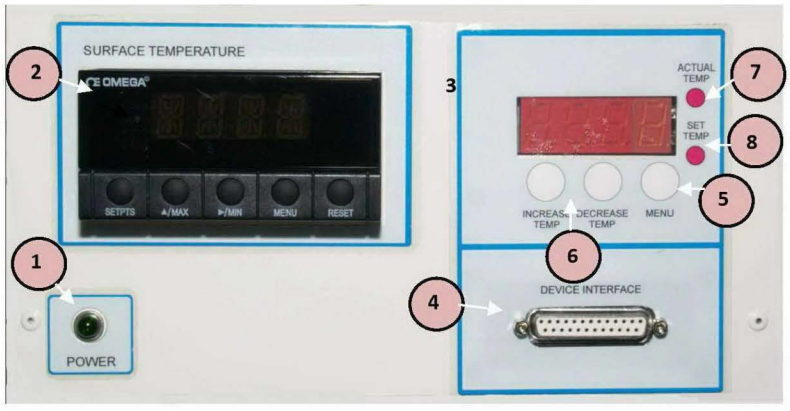

Figure 9.1: Front Panel – Cooler Controller
Connect the hand-held Cooling System Applicator to the Controller Interface port (Item 4 as shown in Figure 9.1).
Green LED	**Power** Green Light – Power On [Item 1 in Figure 9.1]
Red LED	**Actual Temperature** Red Light – Display indicates measured temperature [Item 7 in Figure 9.1]
Red LED	**Set Temperature** Red Light – Display indicates the set target temperature [Item 8 in Figure 9.1]
Device Interface 25 pin D-Sub female connector Connection for the Cooling System Applicator. [Item 4 in Figure 9.1]
5. Connect the Cooling System Applicator to the Cooler Controller via a DB-25 connector (Item 4 in Figure 9.1).
6. The Menu button toggles between the set temperature and the measured temperature (Item 5 in Figure 9.1).
7. Use the Increase Temperature and Decrease Temperature buttons to set the Cooler Controller to a temperature desired on the Cooling System Applicator (Item 6 in Figure 9.1). The minimum set temperature is 15°C and the maximum is 40°C
8. The display on the left (Item 2 in Figure 9.1) indicates an additional surface temperature measurement taken near the side of the contact plate on the Cooling System Applicator. The main measured surface temperature measurement is taken at the center of the contact plate. By observing both temperatures proper operation of the cooling system can be verified. If the two displayed temperatures are not within 3 degrees turn off the Cooling Controller, discontinue treatments and contact a Primaeva Medical representative.